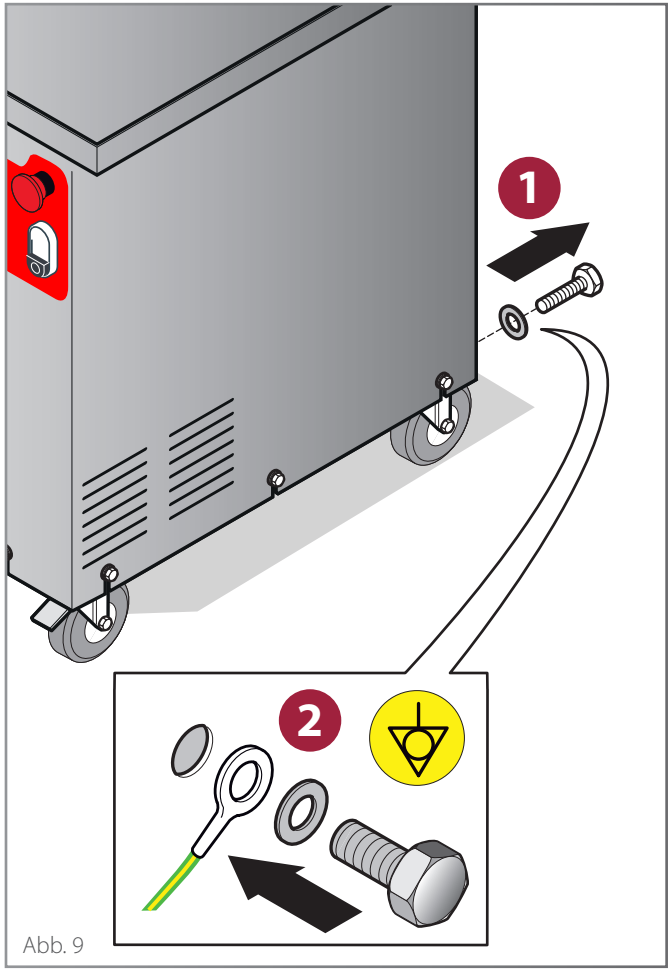

Abb. 9
- Teil eines **Potentialausgleichssystems** ▶ Abb. 9 gemäß den geltenden Gesetzesvorschriften sein. Dieser Anschluss wird zwischen mehreren Geräten über die Klemme mit dem Äquipotenzial-Symbol vorgenommen. Der Leiter muss einen maximalen Kabelschnitt von 10 mm² haben (gemäß der Norm IEC EN 60335-2 42:2003-09) und muss mit den Farben gelb grün gekennzeichnet sein;